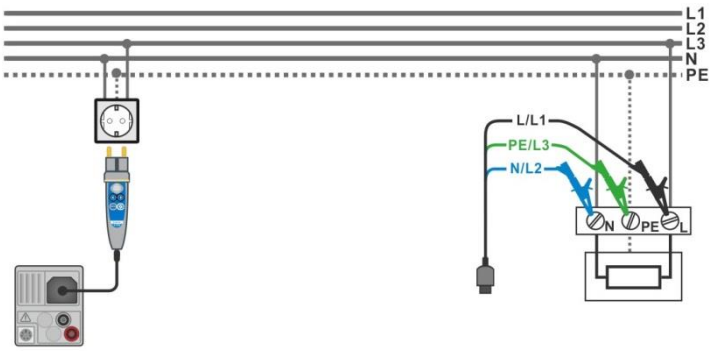

Figure 4.100: AUTO TN measurement
- Connect test leads or Plug commander to the object under test, see ***Figure 4.100***.